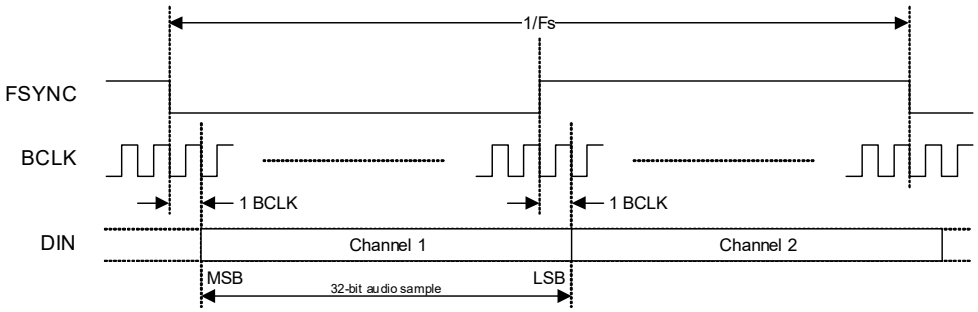
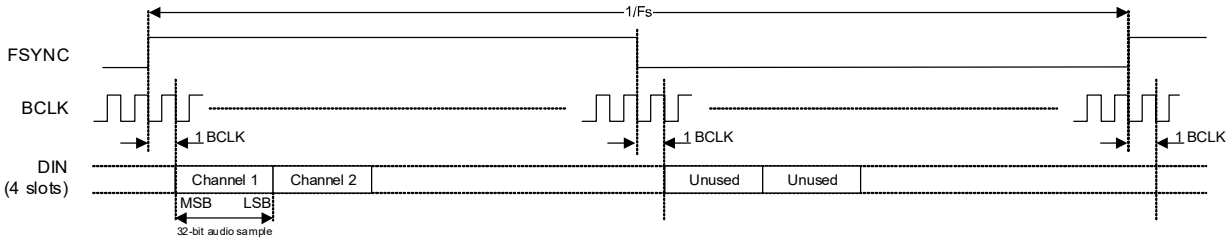

Figure 4-13. I²S Data Format
Figure 4-16. TDM Data Format, 4-Slot Example (FSYNC = Square Wave)
The ASP data format in I²S, Left-Justified, and TDM interface modes as illustrated in Fig. 4-13 through Fig. 4-16. Refer to Table 4-9 for the applicable definition.
- If I²S data format is selected, the ASP supports audio channels 1–2 as shown in Fig. 4-13. The minimum BCLK rate is 64×Fs (where Fs is the sample rate). In ASP Primary Mode, the minimum BCLK rate of 64×Fs is not supported for sample rates of 16 kHz or 32 kHz. A higher BCLK frequency can be used, resulting in unused BCLK cycles between the LSB of one sample and the MSB of the next.
An example of the 4-slot TDM format in ASP Primary Mode with the FSYNC signal configured as a square wave is shown in Fig. 4-16. In this example, audio channels 0 and 1 occupy TDM slots 0 and 1 in the high (Logic 1) phase of the FSYNC signal, TDM slot 0 and 1 in the low (Logic 0) phase of the FSYNC signal are unused.